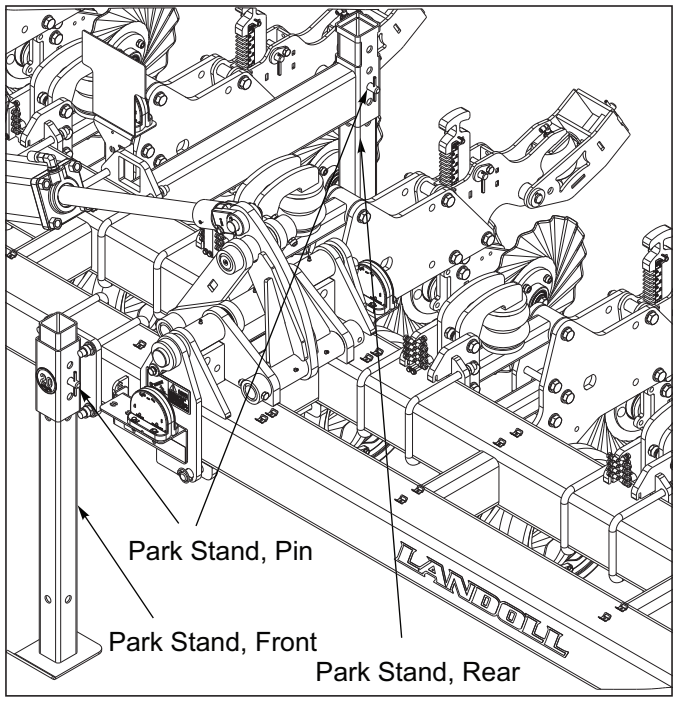

Figure 4-2: Jack Stands Storage Position
1. Fully raise the Vertistip and remove park stand pins from the storage position ***See Figure 4-2***.